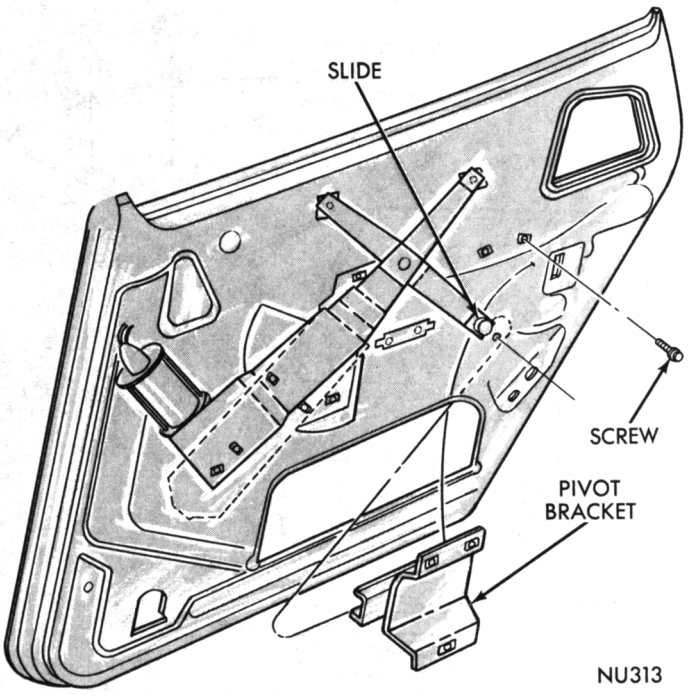

Fig. 48—Pivot Bracket
(2) Remove pivot support bracket to door inner panel screw assemblies (Fig. 48).
(3) Slide pivot channel off of regulator arm slide and remove pivot bracket through large access hole.